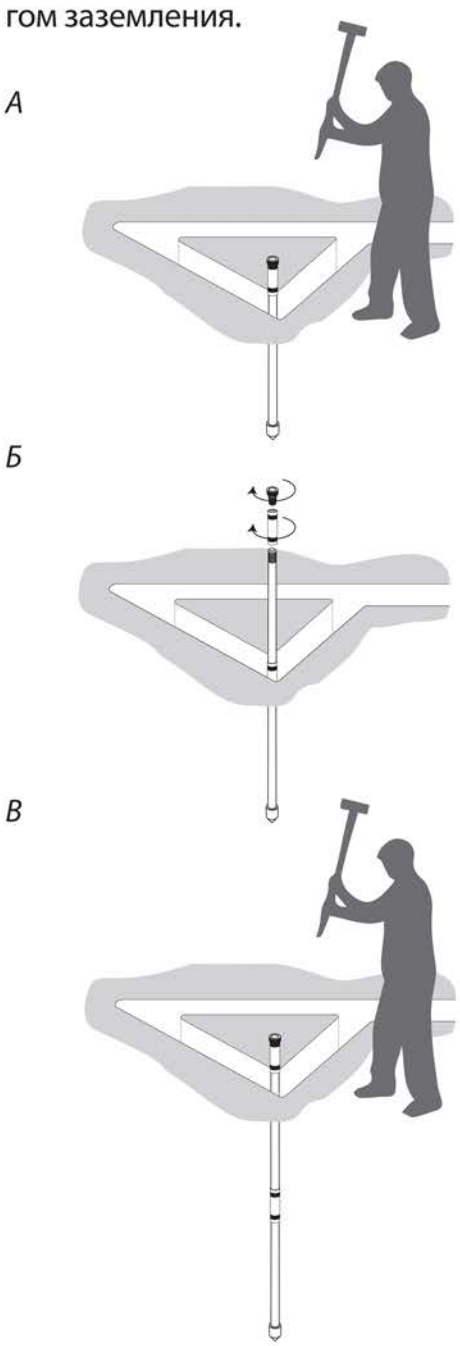

Рисунок 4. Этапы монтажа очага заземления
6.6. Вбить первый элемент стержня заземления. Затем открутить ударную головку, повторно смазать муфту и накрутить следующий элемент стержня. Далее накрутить муфту, смазать ее пастой и накрутить ударную головку. Вбить второй элемент стержня заземления таким образом, чтобы верхняя часть штыря осталась ниже уровня дна ямы на 10-20 см (см. рисунок 4). Головку и муфту открутить. Собранный таким образом элемент заземления является отдельным очагом заземления.